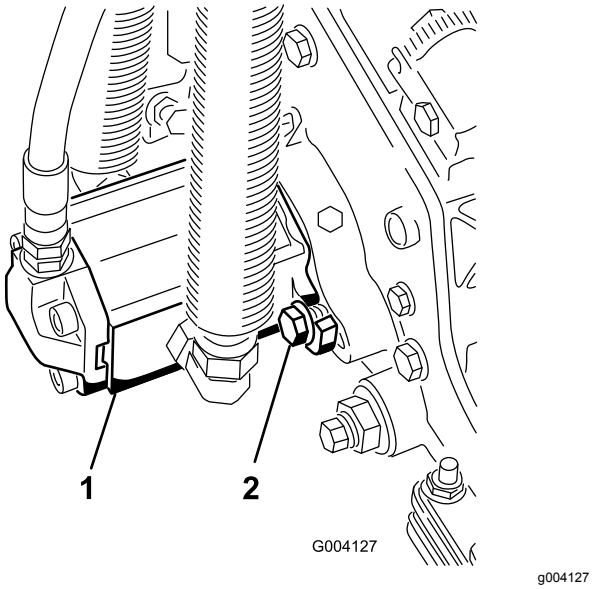

Figura 14
16. Instale o motor rodando-o no sentido dos ponteiros do relógio de forma a que as flanges do motor se afastem dos parafusos (Figura 14).